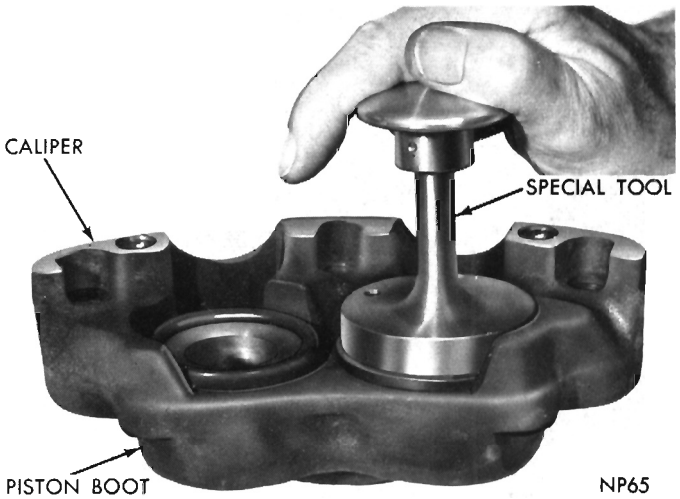
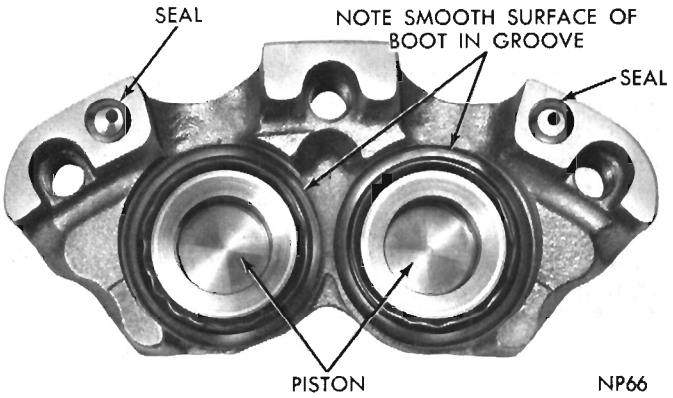

Fig. 15—Installing Piston Boot in Caliper Groove
Fig. 16—Pistons and Boots Installed in Caliper
(6) Position piston boot sealing lip over groove evenly. Using Tool C-4030, press down on tool, forcing boot sealing lip into caliper groove. (Fig. 15). Remove tool. Install remaining pistons in same manner. (Fig. 16).
(7) Test pistons for smooth operation in their bores by depressing with fingers.
(8) Lightly clamp outer caliper half in vise and install new crossover passage seals in position in recess of caliper mating surface. (Fig. 16).